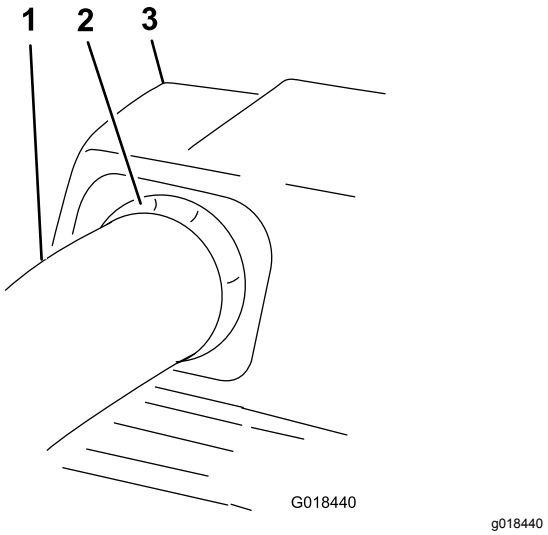

Bild 29
11. Ziehen Sie das obere Rohr etwas heraus, sodass sich die Dichtung nach außen über das untere Rohr wölbt (Bild 29).
20. Ziehen Sie das obere Rohr etwas heraus, sodass sich die Dichtung nach außen über das Gebläse wölbt (Bild 29).